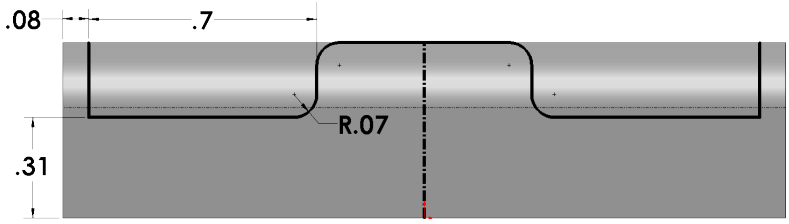

Fig. 18
Step 12. Click **Mirror Entities** on the Sketch toolbar, **Fig. 18**.